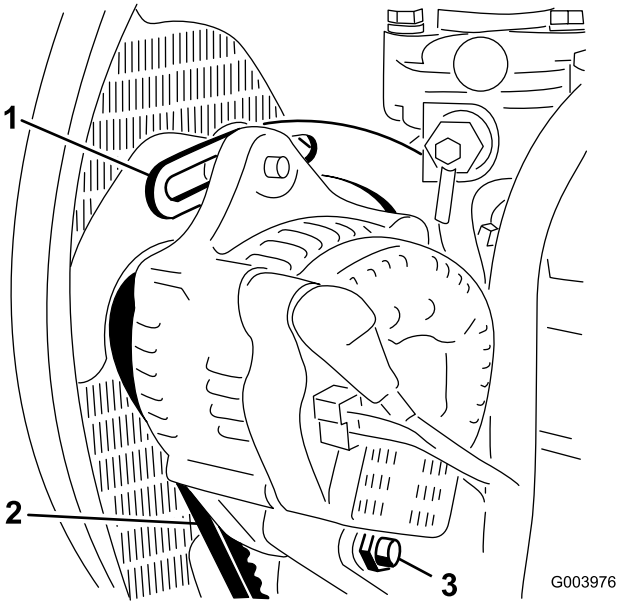

Figur 77
2. Kontrollera generatorremmens spänning genom att trycka ned remmen (Figur 77) mittemellan generatorn och vevaxelskivorna med en kraft på 10 kg.
3. Lossa den bult som håller fast staget på motorn (Figur 77), den bult som håller fast generatorn på staget samt axelbulten.